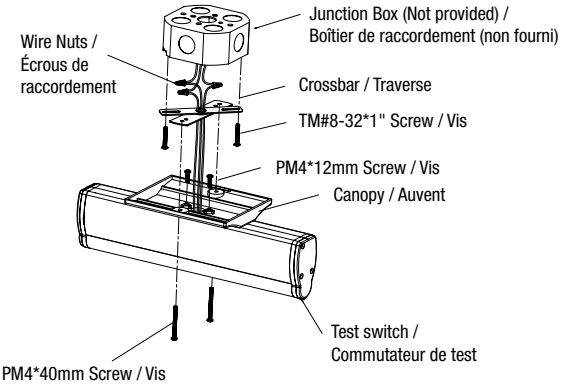

Fig. 7
1. Attach the crossbar to the junction box by screws (TM8#-32*-1") (See Fig.7).
3. Route the AC wires out of the housing (See Fig.7).
4. Assemble a canopy onto the main body assembly with (2PCS) PM4*12mm screws(supplied) (See Fig.7).
7. Use (2PCS) PM4-40mm screws (supplied) tighten a canopy to the crossbar (See Fig.7).
1. Fixez la traverse au boîtier de raccordement à l'aide de vis (TM8#-32*-1") (voir fig. 7).
3. Faites passer les fils CA à l'extérieur du boîtier (voir fig. 7).
4. Montez le capot sur le corps principal à l'aide de (2) vis PM4*12 mm (fournies) (voir fig. 7).
7. À l'aide de (2) vis PM4-40 mm (fournies), fixez le capot à la traverse (voir fig. 7) .